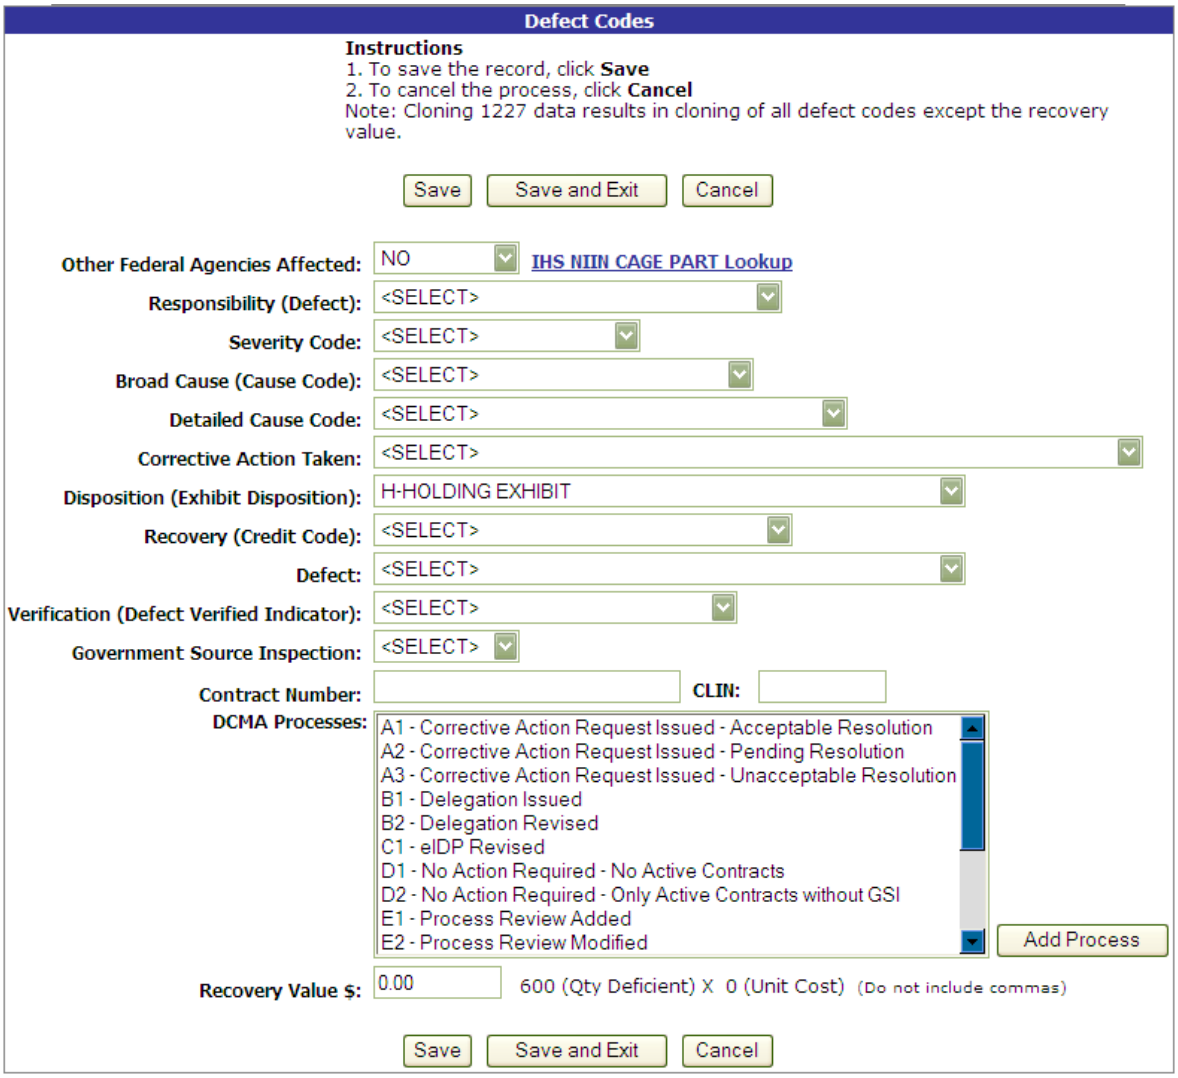

Figure 5.2
a. From the Support Point Investigation (DRPM) page, click "DCM Data (Defect Codes)" and the DCM Data page (Figure 5.2) will display: